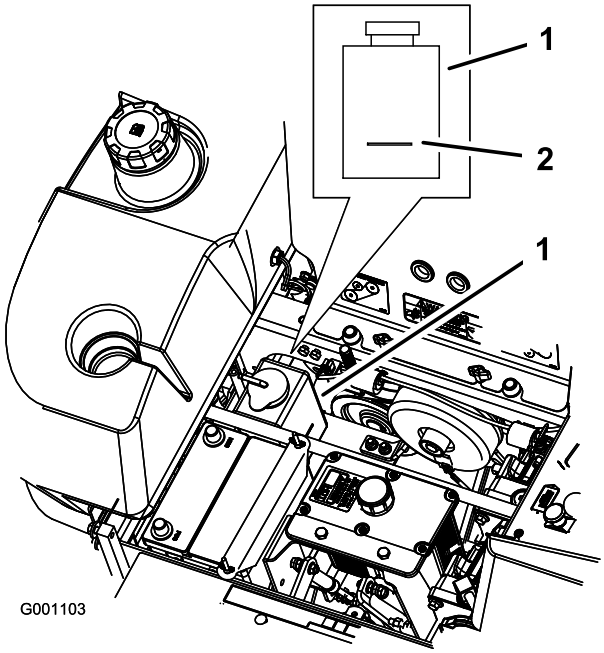

Figur 62
3. Kontroller, at motorkølervæsken ikke løber over. Væskestanden skal nå op til mærket på beholderens yderside (Figur 62).
4. Hvis kølervæskestanden er lav, skal du tilføre en 50/50-blanding af antifrostopløsning med forlænget levetid/Dex-Cool® og vand i beholderen (Figur 62).
5. Hæld 50/50-kølervæskeblandingen i beholderen, og fyld op til indikatorlinjen på beholderen (Figur 62).